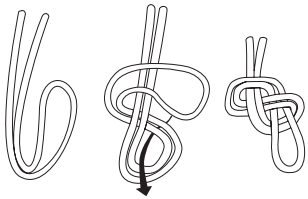

Bild 4
2. När den/de första personen/personerna är nere på marken och har kopplats loss från utrustningen kan nästa person kroka fast sig på nedfirningsrepet (som då blir räddningsrepet) med hjälp av karbinhaken i änden (eller gör en överhandsknop i åtta, se bild 4, om utrustningens längd inte specifikt anpassad för platsen beroende på repets längd och nedstigningshöjden).